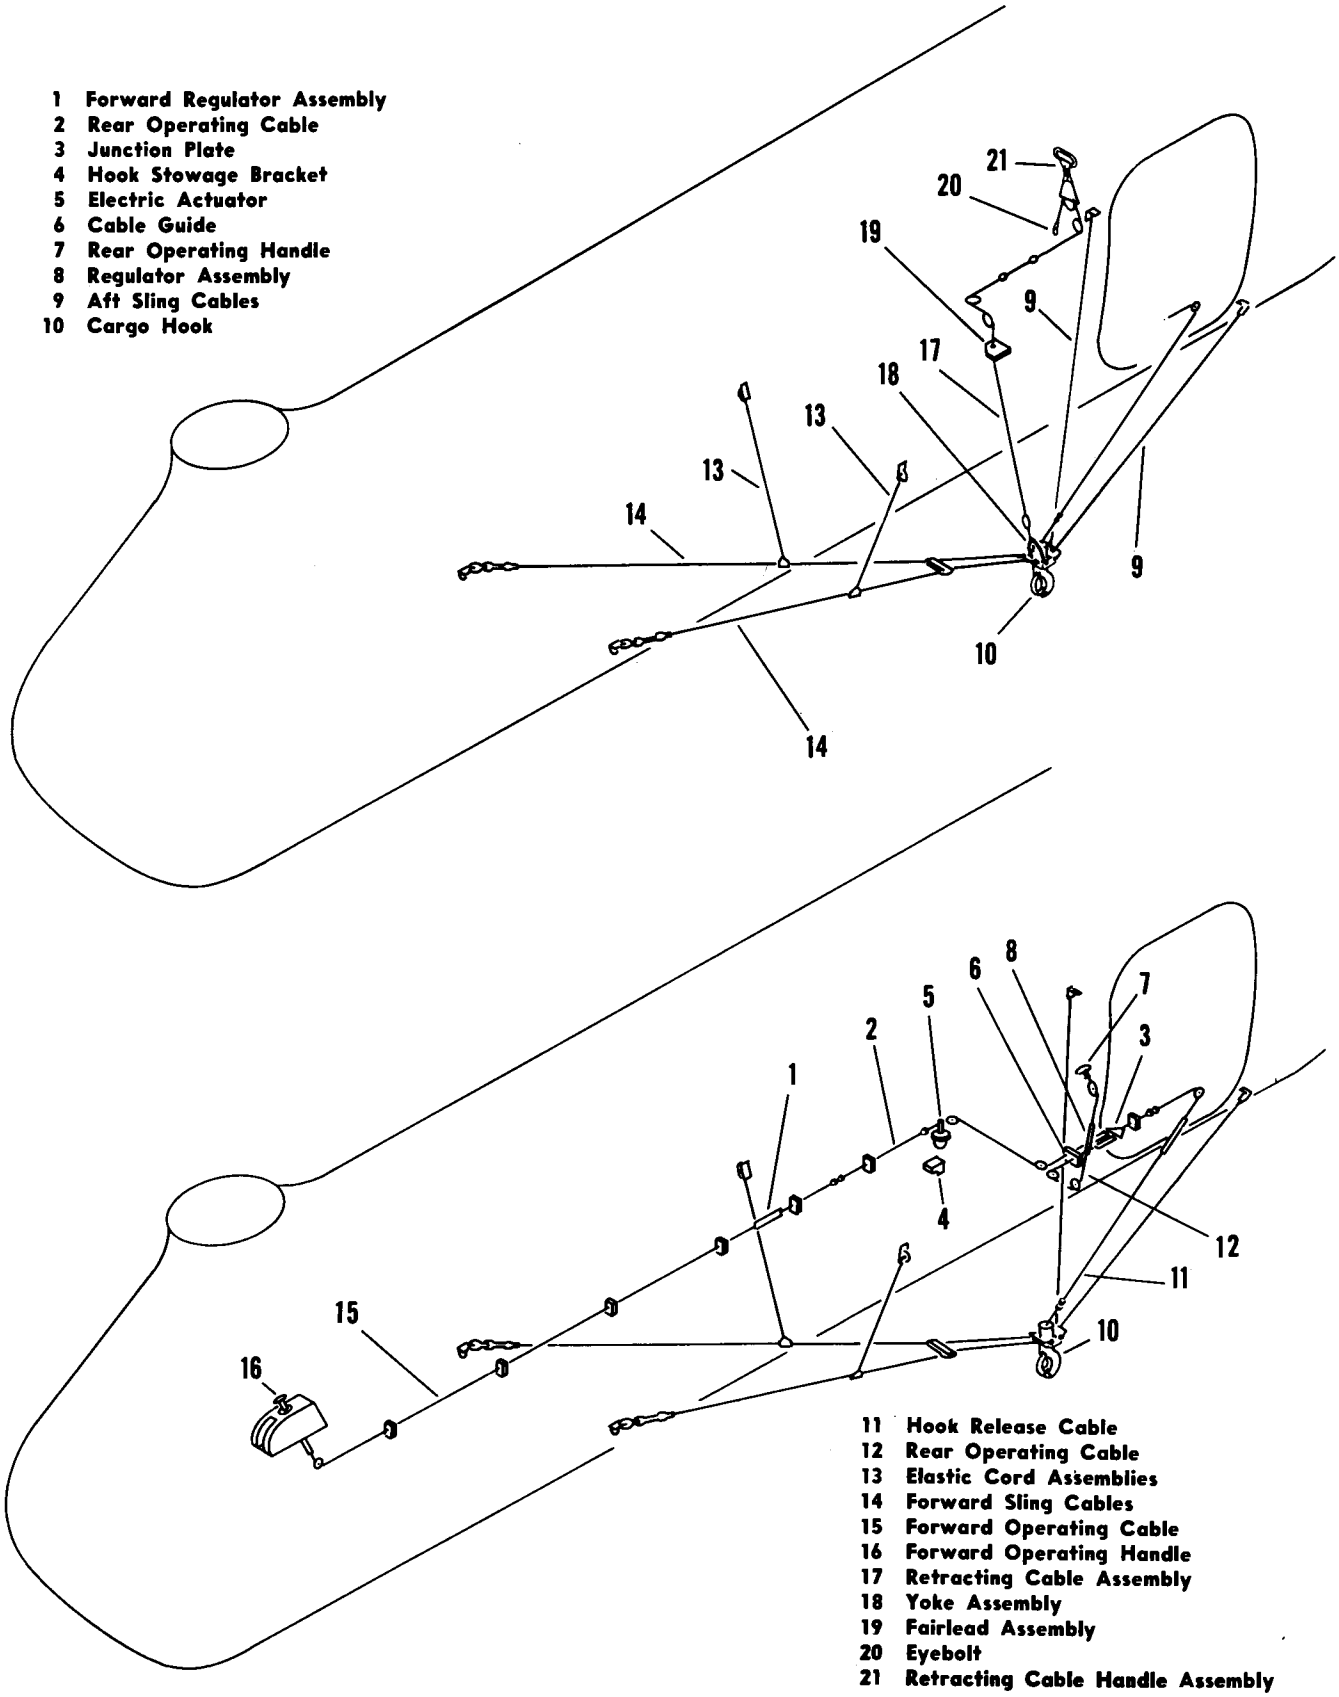

Figure 2-42A. Cargo Sling and Release Mechanism—H-21B, H-21C
c. Attach the hook release cable (11) to the hook and if the helicopter is an H-21C model with a retractable cable installation, attach the ball terminal of the cable assembly (17, figure 2-42A) to the quick-disconnect on the yoke assembly (18) which is attached to the forward cargo sling cable shackle on the hook.
a. The quick disconnect of the release cable (11) should be located 2.75 (2-3/4) inches forward of the pulley bracket on YH-21 and H-21A helicopters. On H-21B and H-21C helicopters, the quick disconnect should be located 2.75 (2-3/4) inches aft of the fairlead at station 339.5.
b. With the forward operating handle seated on the collective pitch lever shield, the end of the forward regulator assembly (1) should lie 0.5–2.0 (1/2–2) inches forward of station 259.5. Compress the spring in the regulator 2.75 (2-3/4) inches. This may be done by extending the cable on the end of the regulator until the ball terminal is 9.46 inches from the regulator.
c. With the rear operating handle seated on the shelf beside the cabin door, the lower end of the regulator assembly (8) should be 2.88–3.88 inches above the centerline of the pulley. The spring should be compressed 2.75 (2-3/4) inches. This may be done by extending the cable on the end of the regulator until the ball terminal is 9.46 inches from the regulator.
e. Adjust the operating arm of the electric actuator (5, figure 2-42A) found on H-21B and H-21C helicopters to permit 47-1/2 degrees of travel. This travel should move the ball terminal 2.55 inches when the release switch is actuated.
2-267B. REMOVAL OF THE RETRACTING CABLE. (See figure 2-42A.) The retracting cable is removed from the helicopter in the following manner:
2-267C. INSTALLATION OF THE RETRACTING CABLE. (See figure 2-42A.) The installation of the retracting cable is the reverse of the removal procedure.